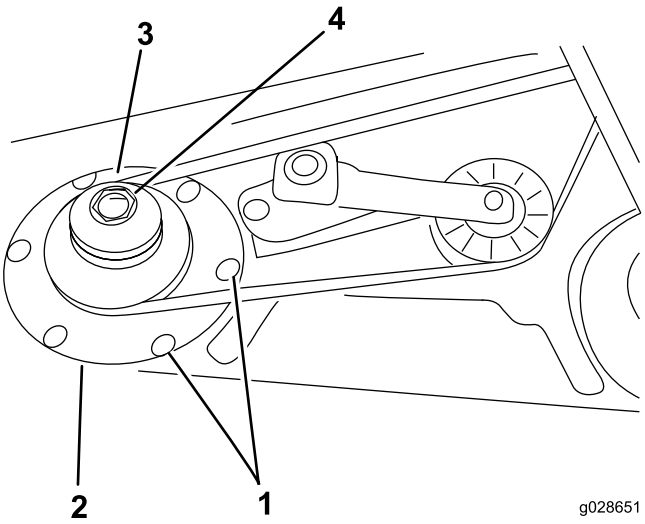

Figure 4
4. Remove the belt from the right spindle pulley (Figure 4).
5. Remove the 6 carriage bolts and 6 flange nuts securing the spindle housing assembly and support ring to cutting unit (Figure 4). Retain the hardware.
9. Slide the new double spindle pulley onto the spindle shaft Figure 4).